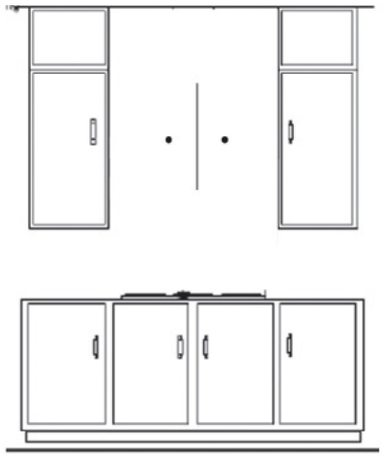

Figure 1
1. Find the center of the wall where you are installing the hood. Make sure there is sufficient bracing to hold the weight of the hood. Mark your center line and measure out from the center to find your two mounting points. Make sure your mounting points are level when you mark them. It is recommended to install the hood directly into wood supports. *Figure 1*
2. Mark the mounting points and install the two mounting screws provided leaving the heads out ¼˝ to mount the hood. *Figure 1*